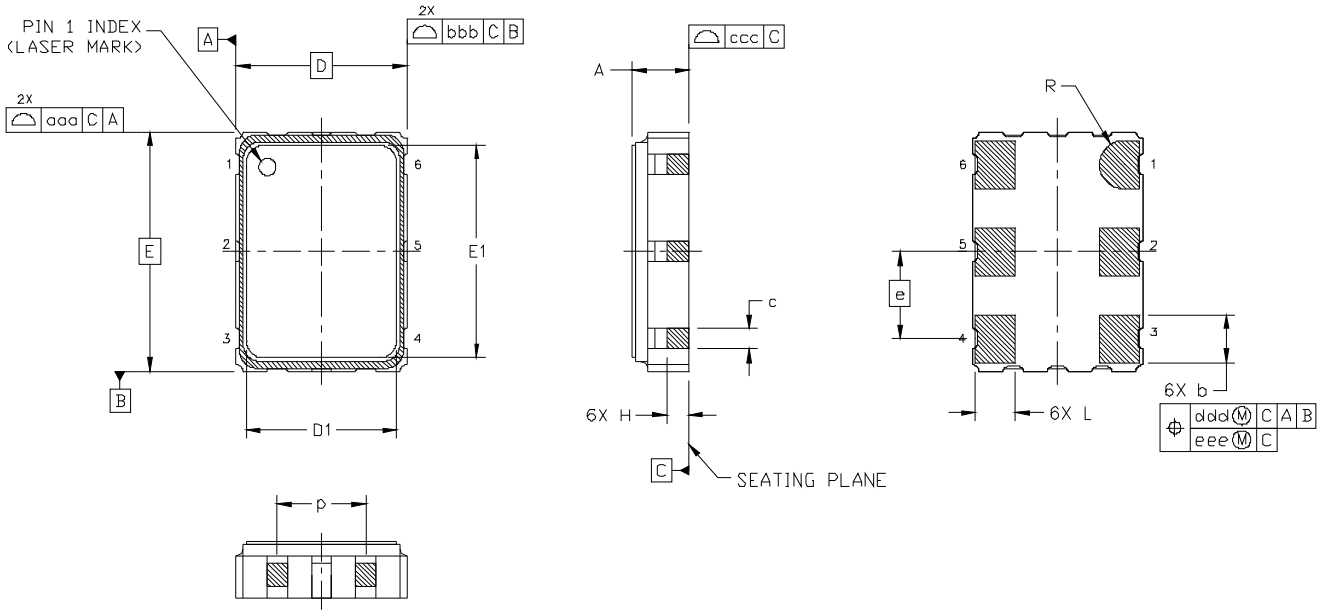

Figure 2. Si552 Outline Diagram
Figure 2 illustrates the package details for the Si552. Table 12 lists the values for the dimensions shown in the illustration.
- Added cyrstal impedance pin in Figure 2 on page 11 and Table 12 on page 11.